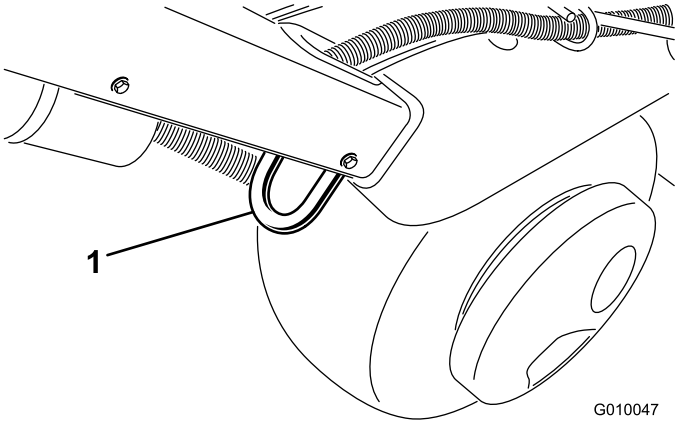
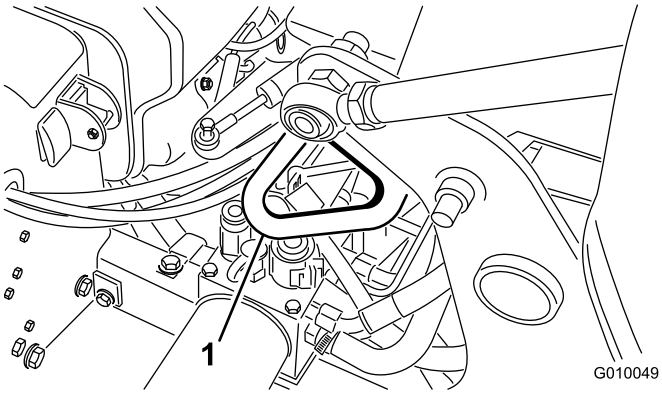

Rysunek 32
Rysunek 34
3. Zamocuj aerator za przewidziane mocowania (Rysunek 32 do Rysunek 34) do przyczepy lub ciężarówki za pomocą pasów, łańcuchów, przewodu lub lin.